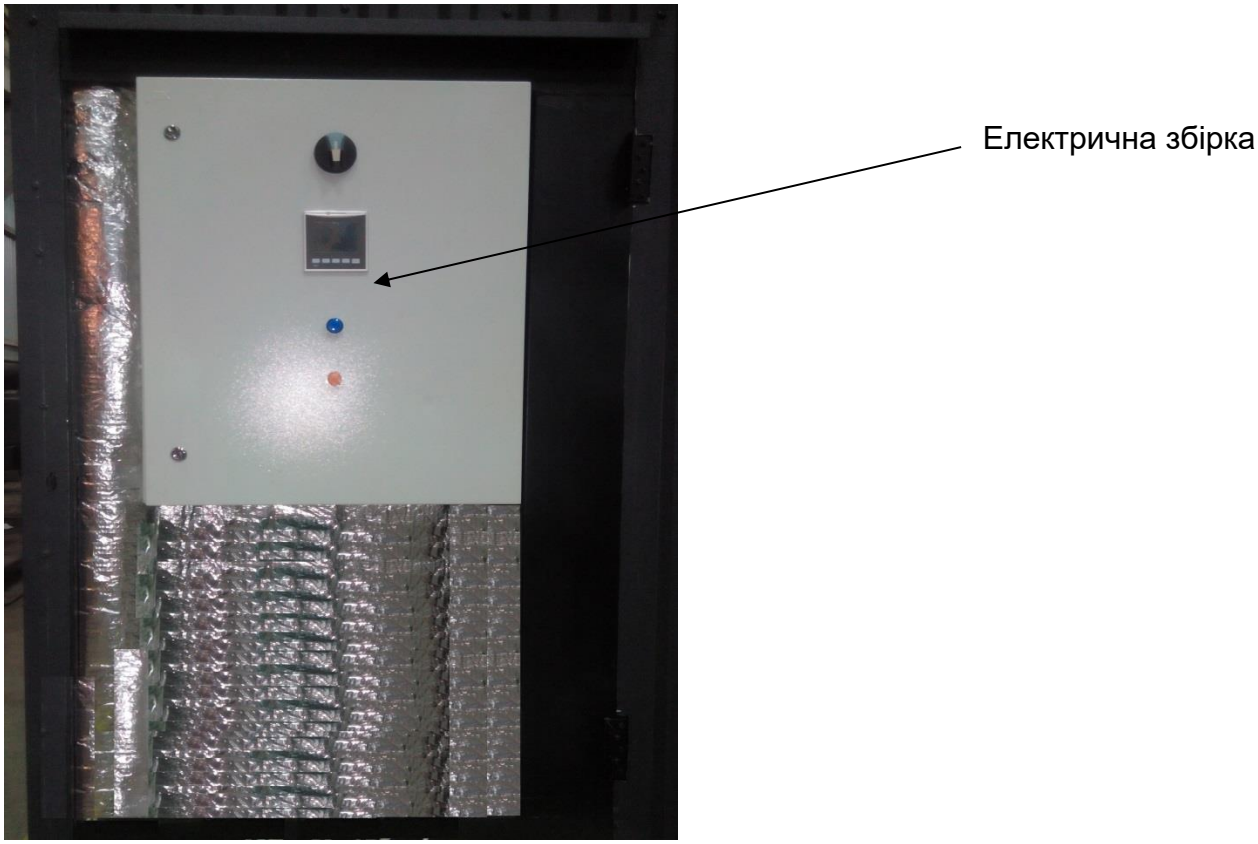

Рис.3.2 – Технологічна шафа №3
5. Підключити теплогенератор до електромережі через електричну збірку, встановлену в технологічній шафі №3 на задній стінці теплогенератора (див. рис.3.2).